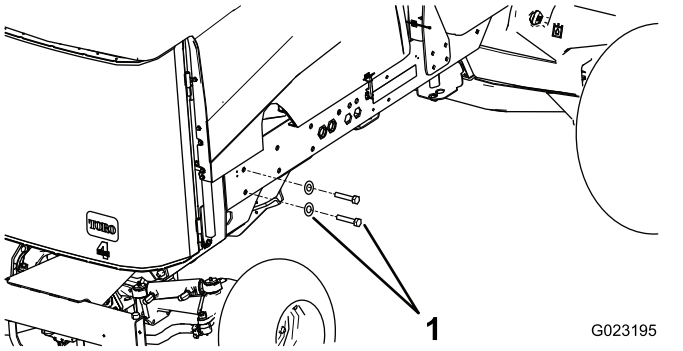

Bild 20
4. Entfernen Sie die zwei hinteren Schrauben und zwei Scheiben von der rechten Rahmenschiene (Bild 20).